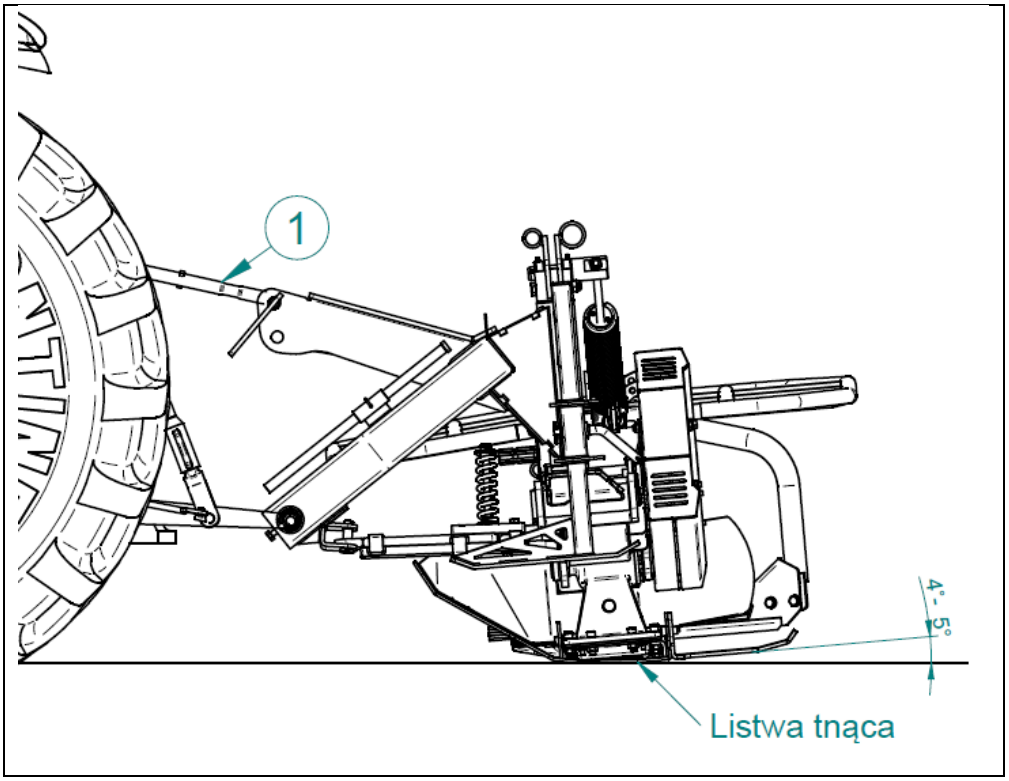

Abb. 13 Einstellung der Mähhöhe
Nach der Einstellung der Aufhängung so die Mähhöhe durch die Einstellung der Länge der Strebe (1), dass zur Oberfläche der Winkel von 4÷5° eingehalten wird. Die Verringerung des Winkels bewirkt die Vergrößerung der Schnitthöhe. Abb.13